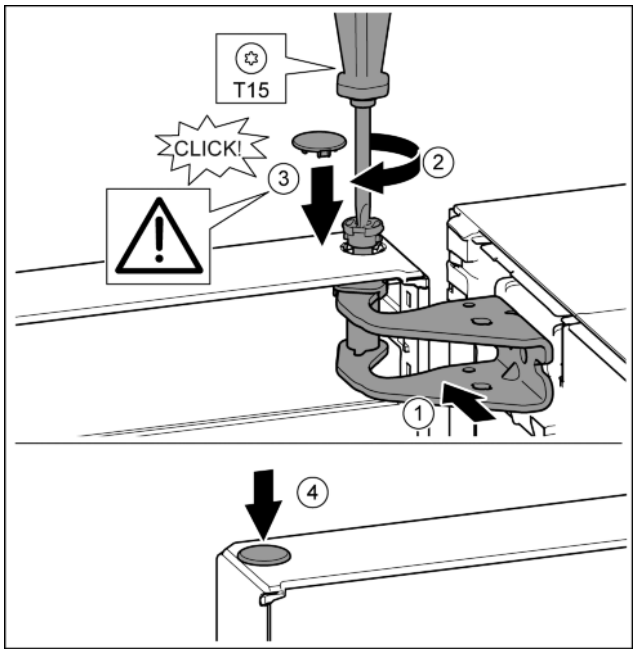

Fig. 21
- ▶ Align the top of the door with opening in the bearing bracket. *Fig. 21 (1)*
- ▶ Insert the bolt and tighten with a T15 screwdriver. *Fig. 21 (2)*
- ▶ Fit the protective cover to protect the door: Insert the protective cover and check that it is attached to the door. If not, insert the bolt fully. *Fig. 21 (3)*
- ▶ Insert the plugs. *Fig. 21 (4)*